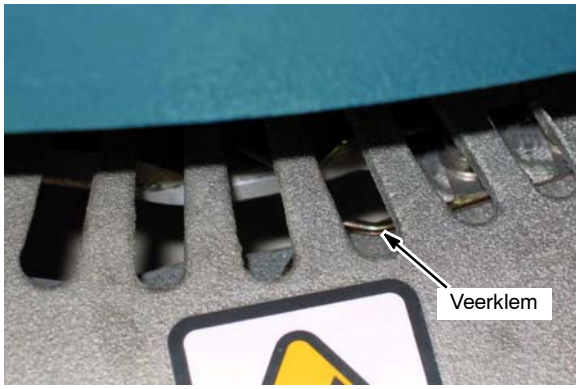

AFB. 10
4. Draai de borstelnaaf totdat de sleuf met de veerklem is te zien door het venster van de schrobkop (afbeelding 10).